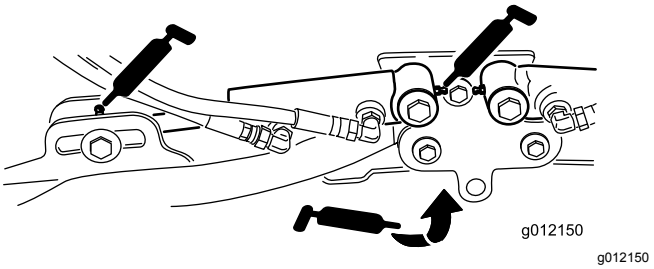

Figur 76
- Løftearmssylindere for klippeenheten (2 hver) (Figur 76)
- Løftearmsdreietapper (1 hver) (Figur 76)